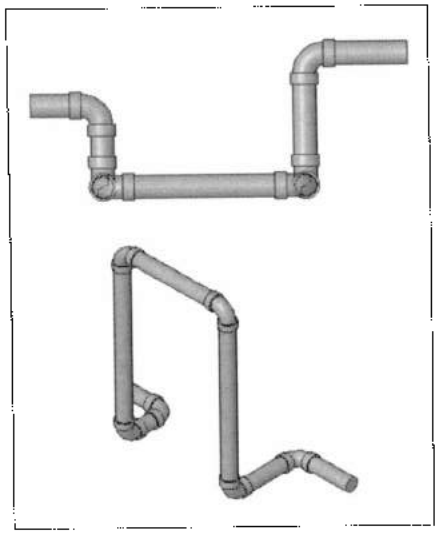

Рис. 39.30. *Использование фитинга «Мой фитинг» в проекте*
g. Используя описанную выше технику рисования трубопроводов, нарисовать несколько сегментов на разных уровнях и с поворотами в горизонтальной плоскости (рис. 39.30).